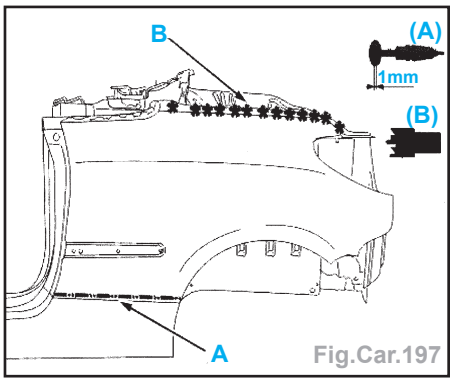

Fig.Car.197
- Tracer puis découper l'aile à l'aide d'une meule épaisseur 1 mm en **A** (Fig.Car. 197, 198, 199 et 200).